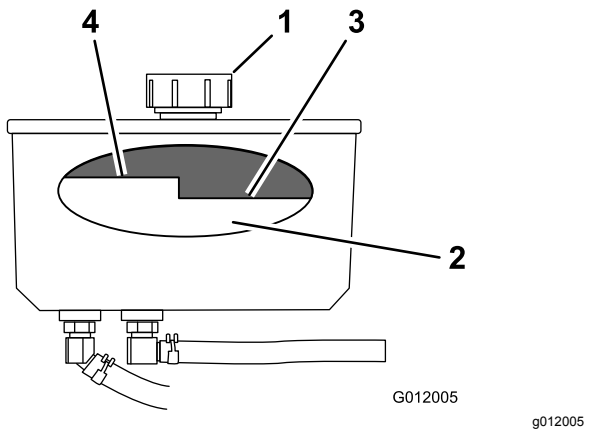

Bild 71
3. Reinigen Sie den Bereich um den Deckel und den Einfüllstutzen des Hydraulikölbehälters (Bild 71).
4. Drehen Sie den Deckel vom Einfüllstutzen ab (Bild 71).
Hinweis: Der Füllstand sollte bei heißem Öl unterhalb der Oberkante der heißen Einfüllmarkierung der Zwischenplatte sein (Bild 71).